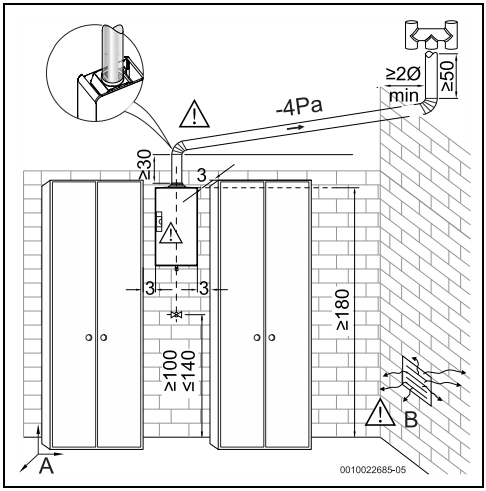

Fig. 11 Distancias mínimas
- Respetar las separaciones mínimas indicadas en la Fig. 11.
- ▶ Asegurarse de un libre acceso de trabajos de mantenimiento y cumplir para ello las distancias indicadas en la imagen 11.